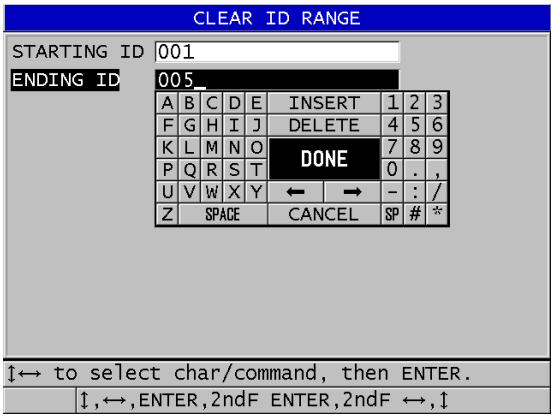

Rysunek 11-21 Usuwanie danych zakresu identyfikatorów z aktywnego pliku
3. Na ekranie **CLEAR ID RANGE** (Wyczyść zakres identyfikatorów) (patrz Rysunek 11-21 na stronie 225):